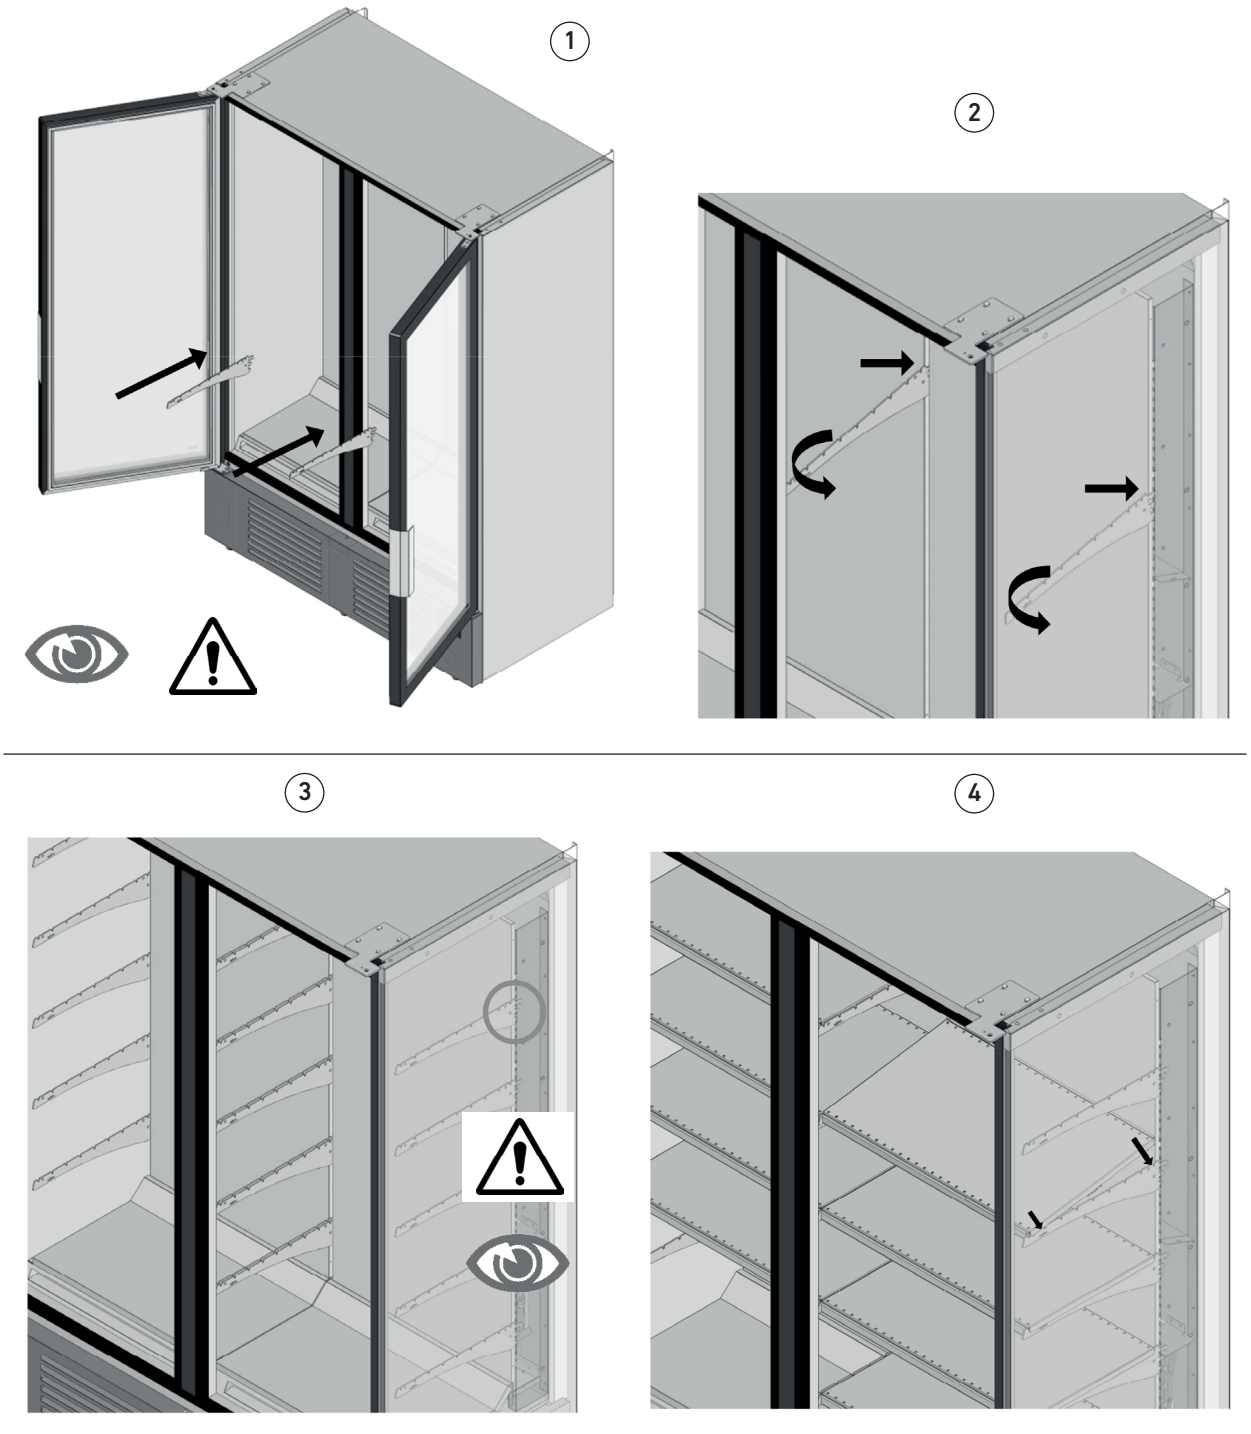

fig. 15
- Ouvrir les portes en prenant soin, lors du montage des étagères, de ne pas heurter les vitres afin d'éviter la rupture accidentelle (fig. 15 détail 1) ;
- Placer les supports d'étagères avec le côté denté tourné vers l'arrière de la chambre frigorifique et tourner légèrement le support vers le bas pour faciliter l'insertion des « dents « dans les logements appropriés (fig. 15 détail 2) ;
- Respecter les hauteurs indiquées par les limites de charge des étagères (fig. 15 détail 3) ;
- Une fois que tous les supports d'étagères sont en place, placer les étagères sur ces supports comme indiqué sur la fig. 15 détail 4.